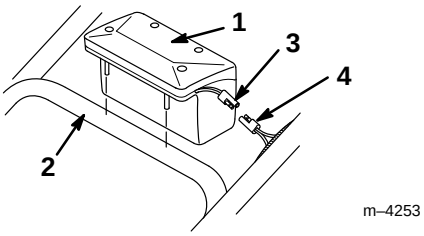

Abbildung 7
2. Die Stifte im Batteriegefäß auf die Löcher in der unteren Griffstange ausrichten und die Stifte in die Löcher herunterlassen, bis das Batteriegefäß an seinem Platz einschnappt (Abb. 7).
3. Die Leitung von der Batterie an die Leitung vom Kabelbaum im Wellrohr anschließen (Abb. 7).